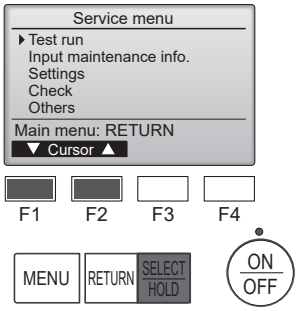

Fig. 7-1
① Seleccione "Test run" (Modo prueba) desde el Menú principal, y pulse el botón [SELECT/HOLD]. (Fig. 7-1)